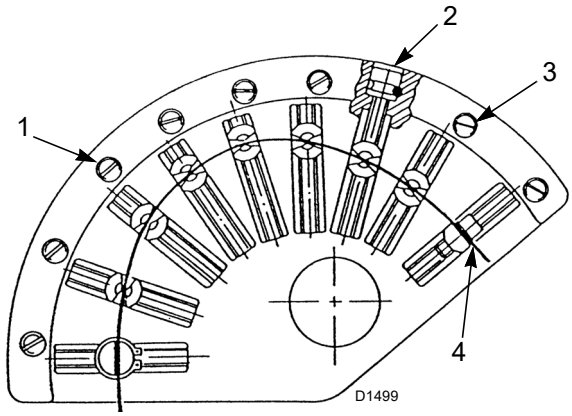

Afb. 34
Het beginprofiel van de nok 1)(Afb. 34) moet progressief gevarieerd worden door te handelen op de schroeven 2)(Afb. 34).
Voor een beter herhaalbaarheid van de regeling moet de rotatie van de nokken-unit gestopt worden wanneer het bovenste lager, dat op het profiel 4)(Afb. 34) schuift, is uitgelijnd met één van de stelschroeven 2).
Legenda (Afb. 34)
handel op de stelschroeven 2)(Afb. 34) nadat de schroeven 3) werden gelost.
- Voer de ijking van het luchtdebiet uit, regel daarvoor de nok met variabel profiel met de schroeven 2)(Afb. 34).
- Als de optimale regeling bereikt is, vergeet dan niet om de regelschroeven van de profielen van de nokken te blokkeren met de schroeven 3)(Afb. 34).